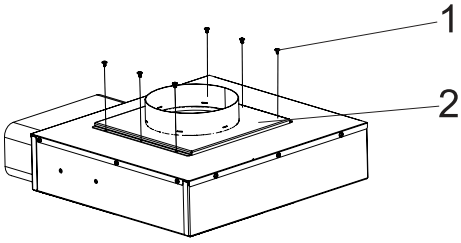

Abb. 12
- Die 6 Schrauben am Abluftstutzen abschrauben und den Abluftstutzen abnehmen (Abb. 12).